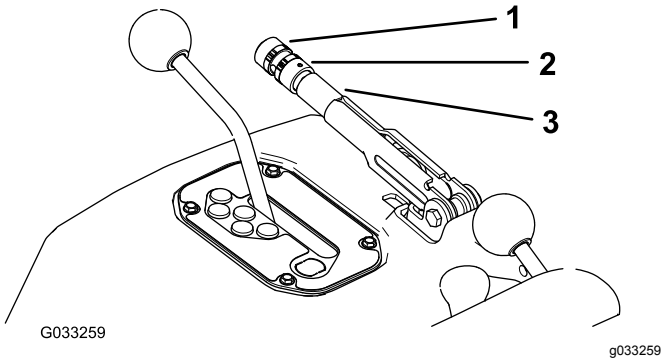

図 75
2. 調整ノブをブレーキレバーに固定している固定ねじをゆるめる図 75。
3. ノブ図 75を回し、20-22 kg程度の力でブレーキを作動させられるように調整する。
4. 調整が終わったら固定ねじを締める図 75。